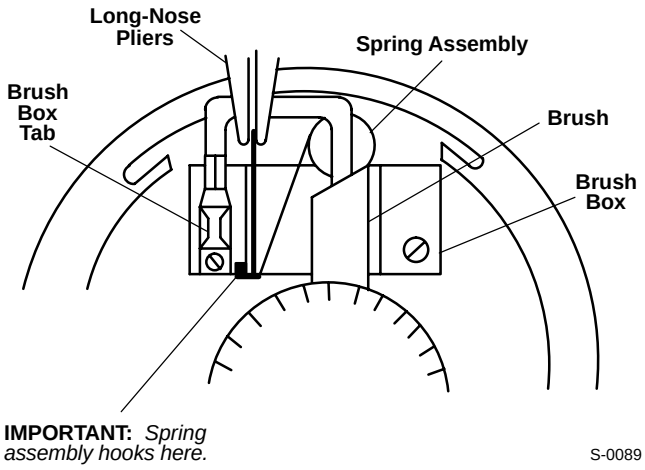

Figure 7-3. View Of Spring Assembly And Brush From Armature End Of Motor
9. Using long-nose pliers, insert spring assembly beside brush sliding the spring retaining bracket along the brush box wall. The spring retaining bracket hooks on the brush box wall as illustrated in Figure 7-3.